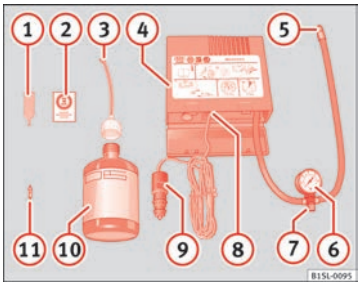

Fig. 149 Représentation standard : Contenu du kit de crevaison.
Le kit de crevaison se trouve dans le coffre à bagages, sous le revêtement de plancher. Il inclut les composants suivants ⇒ fig. 149 :
10. Collez l'autocollant ⇒ fig. 149 (2) du kit de crevaison à un endroit visible sur la planche de bord.
- Dévissez l'obus de valve du pneu avec l'outil correspondant ⇒ fig. 149 (1) et placez-le sur une surface propre.
- Agitez fortement la bouteille de produit de colmatage des pneus ⇒ fig. 149 (10) pendant quelques secondes.
- Vissez le tuyau de gonflage ⇒ fig. 149 (3) fermement sur la bouteille du produit de colmatage dans le sens des aiguilles d'une montre. Le plombage du goulot de la bouteille est automatiquement transféré.
- Retirez le bouchon du tuyau de remplissage ⇒ fig. 149 (3), puis vissez l'extrémité ouverte du tuyau sur la valve du pneu.
- Revissez l'obus de valve avec l'outil correspondant ⇒ fig. 149 (1) sur la valve du pneu.
- Vissez fermement le tuyau de gonflage du pneu ⇒ fig. 149 (5) du compresseur sur la valve du pneu.
- Vérifiez si la vis d'évacuation d'air ⇒ fig. 149 (7) est fermée.
- Branchez le connecteur ⇒ fig. 149 (9) à une prise de courant de 12 volts du véhicule ⇒ page 123.
- Mettre en marche le compresseur d'air avec le commutateur ON/OFF ⇒ fig. 149 (8).
Revissez le tuyau de gonflage ⇒ fig. 149 (5) et vérifiez la pression du manomètre (6).